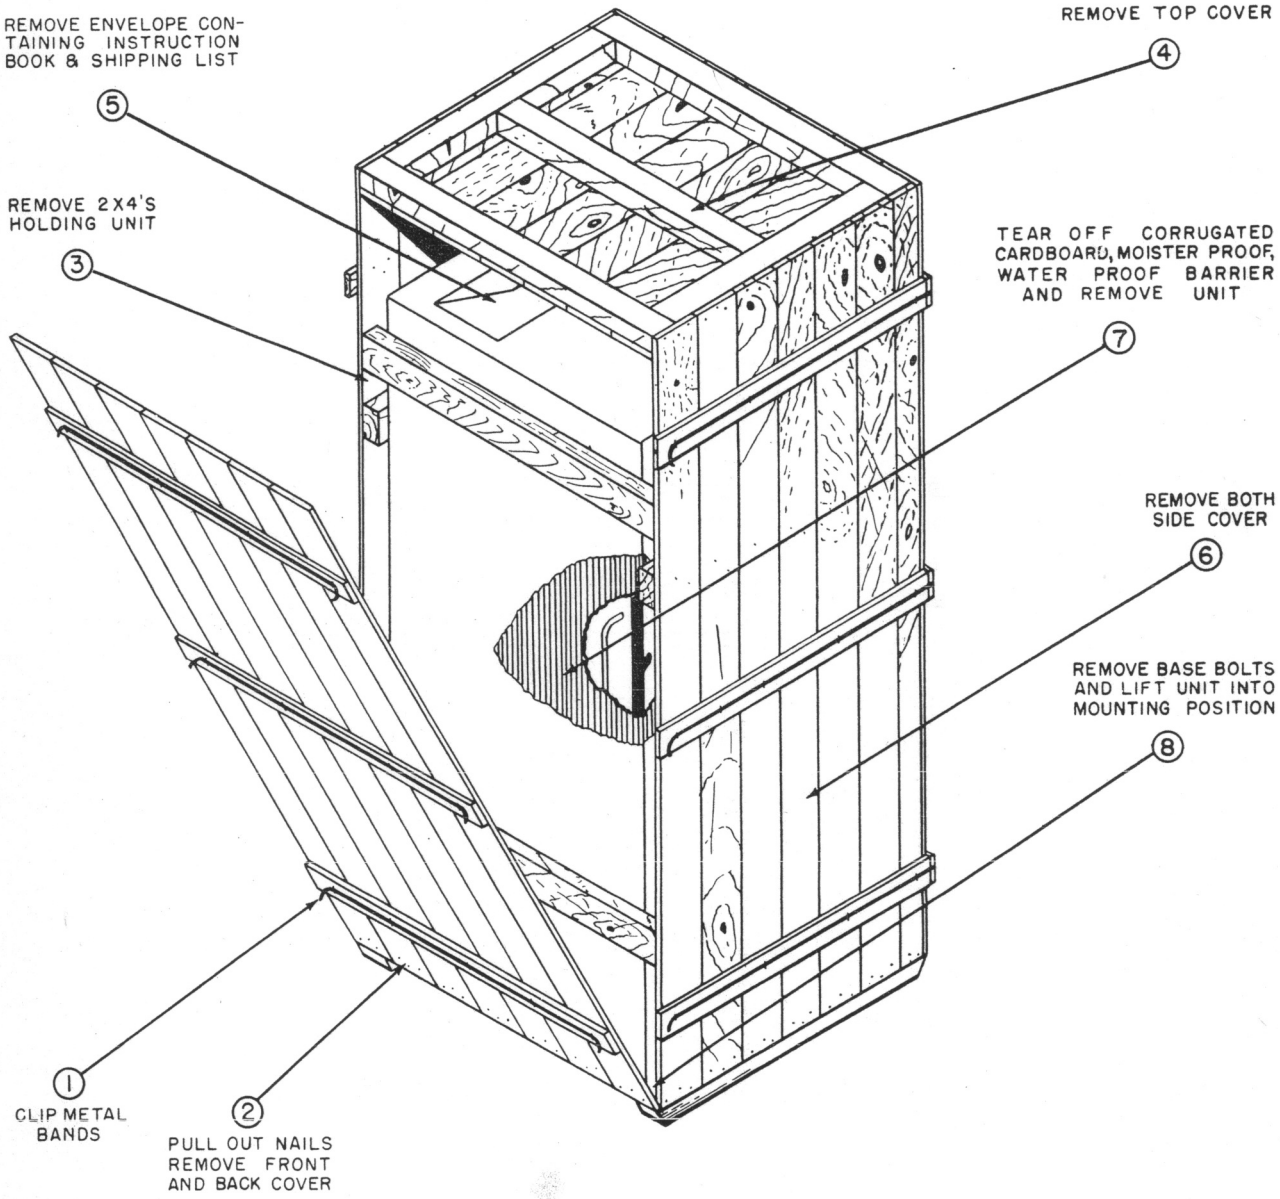

Figure 3-1. Unpacking Procedure
b. UNCRATING THE TRANSMITTER. - The procedure to be used in unpacking Radio Transmitting Set AN/URT-12 is shown in Figure 3-1. The equipment packing case is marked with a list of the material contained therein. Items should be checked against this list or against the contractor's shipping list included with the Instruction Book in an envelope attached to the equipment.